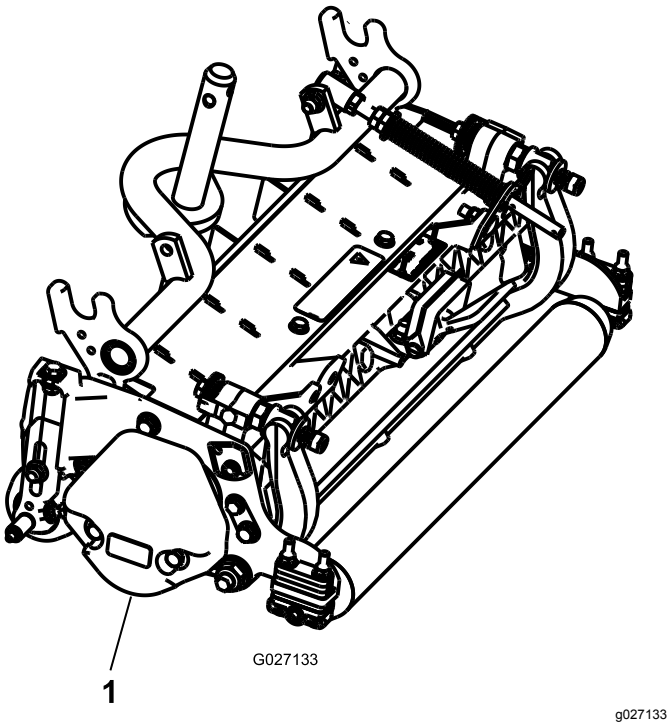

Figur 4
3. Kontroller at motvekten (Figur 4) er installert i den korrekte enden av klippeenheten som beskrevet i motvektssettets *Monteringsinstruksjoner*.